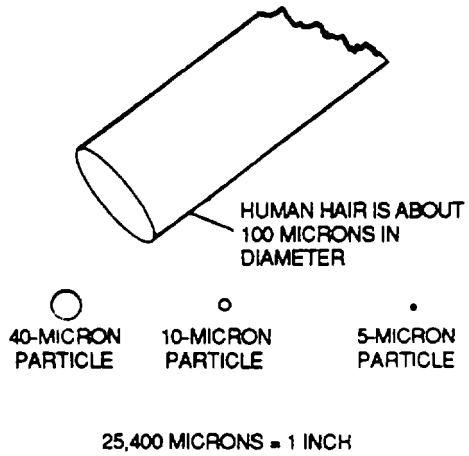

Figure 2-2. Micron Particle Size
(2) Free water. Free water can be removed from fuel by adequate filtering. It can be seen in the fuel as a cloud, an emulsion, droplets or, in large amounts, as water on the bottom of a tank, sample container, or filter/separator. Free water, either fresh or salty, can freeze in the aircraft fuel system, can make certain aircraft instruments malfunction, and can corrode the components of the aircraft fuel system. (Salt water is more corrosive than fresh water.) Ice in an aircraft fuel system can make the engines fail.
b. Solids. Sediment from tanks, pipes, hoses, pumps, people, and the air contaminates fuel. The most common elements of the sediment found in aviation fuels are bits of rust, paint, metal, rubber, dust, and sand. Sediment is classified by particle size as shown in figure 2-2.
(1) Coarse sediment. Particles classified as coarse are 10 microns in size or larger (25,400 microns = 1 inch). Coarse sediment settles out of fuel easily, and it can also be removed by adequate filtering. Particles of coarse sediment clog nozzle screens, other fine screens throughout the aircraft fuel system and, most dangerously, the fuel orifices of aircraft engines. Particles of this size also get wedged in sliding valve clearances and valve shoulders where they cause excessive wear in the fuel controls and fuel-metering equipment.
(2) Fine sediment. Particles classified as fine are smaller than 10 microns in size. Removing fine sediment by settling or filtering is effective only to a limited degree; the particles can, however, be centrifuged out in a rotating chamber. Fine sediment accumulates in fuel controls and forms a dark shellaclike surface on the sliding valves. It can also form a sludge-like material that makes fuel-metering equipment operate sluggishly. Particles of fine sediment are not visible to the naked eye, but they do scatter light. This light-scattering property makes them show up as point flashes of light or as a slight haze in the fuel.